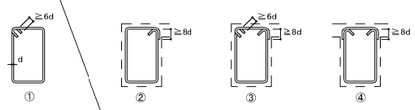

図7.5.1　あばら筋組立の形
(2) あばら筋組立の形及びフックの位置
(ｱ) 形は、図7.5.1①とする。